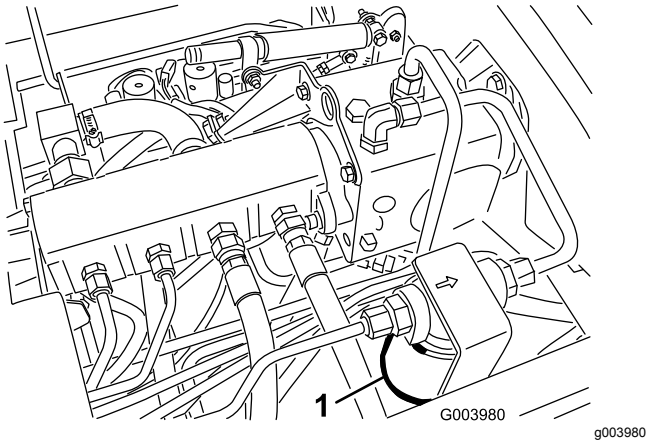
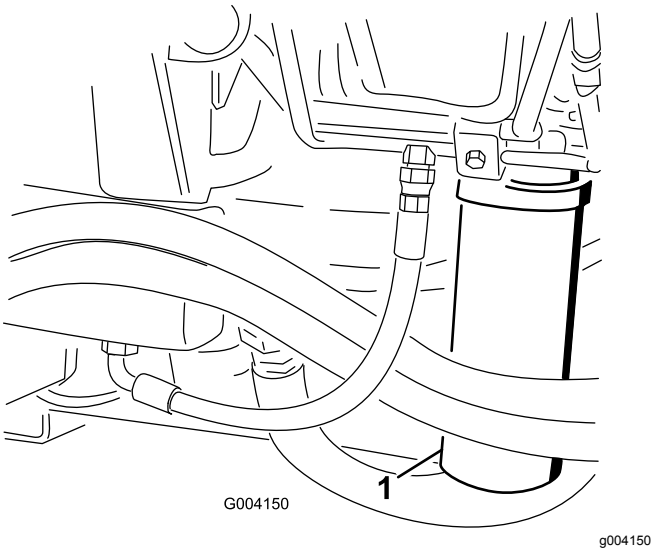

Figuur 69
Figuur 70
2. Reinig de omgeving van de plaats waar het filter wordt gemonteerd, en plaats een opvangbak onder het filter (Figuur 69 en Figuur 70).